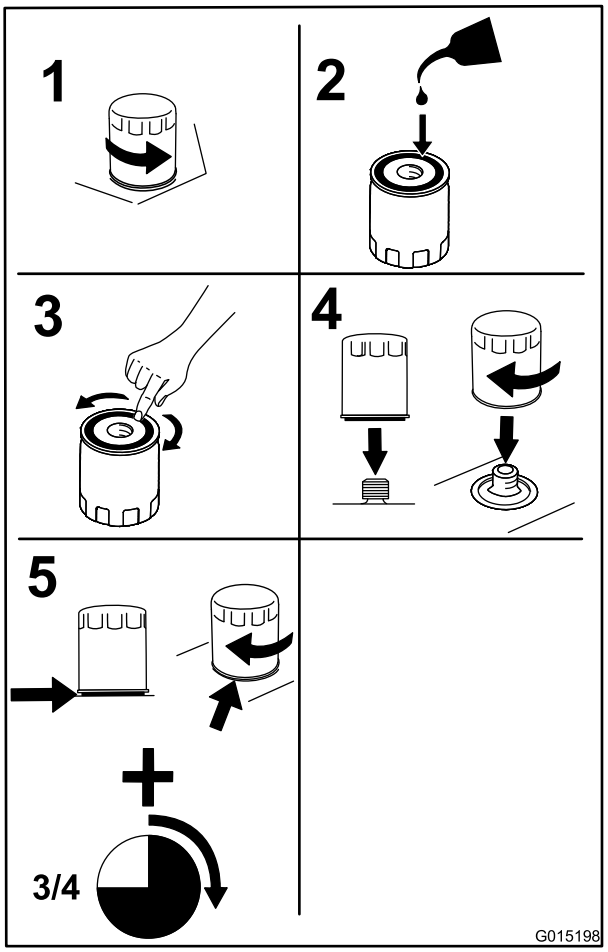

**Figur 35**
3. Byt motoroljefiltret såsom visas i Figur 35.